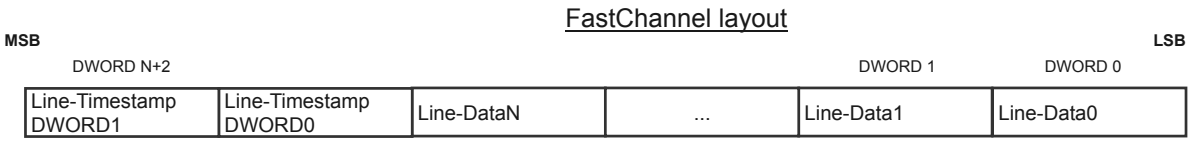

Figure 15: FastChannel Layout
- SCMI FastChannels, which must guarantee atomicity between reads by an agent and writes by the platform, such that reads always return valid telemetry data. The agent reads the FastChannel whenever it needs to gather telemetry data associated with a specific DE. The FastChannel associated with a DE can be discovered using the TELEMETRY_DE_DESCRIPTION command, as specified in Section 3.12.4.6. The FastChannel size must be sufficient to accommodate the DE data along with timestamps if supported. FastChannel allows a DE to return greater than 64-bits of Line-Data, and must not return a Prologue or Epilogue field. The format of telemetry data captured in a FastChannel is specified in Figure 15, where each DWORD field is 32-bit wide, Line-Data0 is the lowest 32-bit of data, and Line-DataN is the highest 32-bit of data.